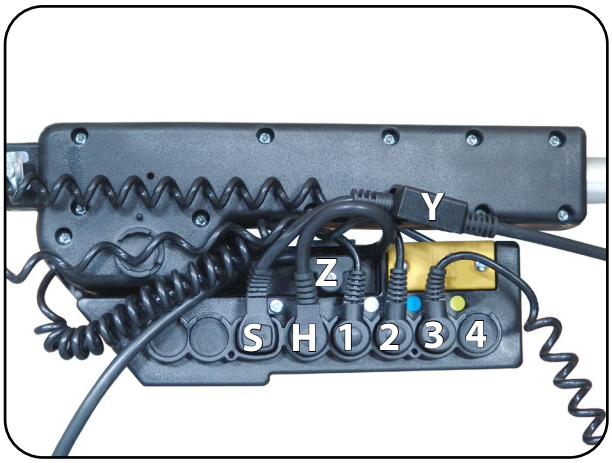

Abb. 6.2.05 - Steuerung mit Motorzuleitungen
4. Schließen Sie die Steckverbindungen für die Antriebe nach Abb. 6.2.05 an.